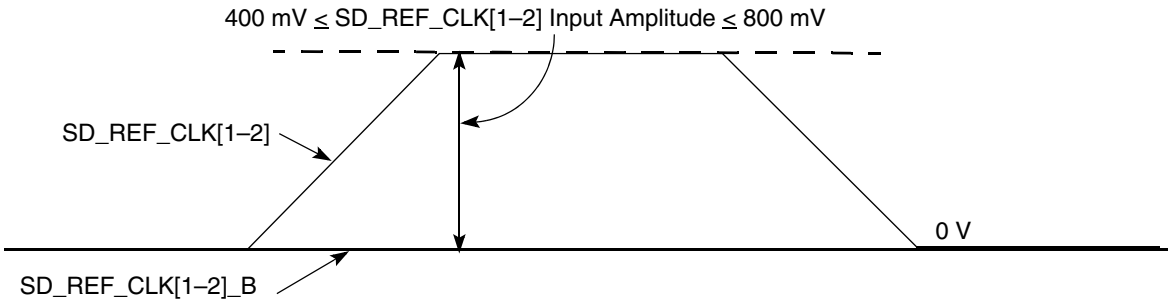

Figure 41. Single-Ended Reference Clock Input DC Requirements
- — The SD_REF_CLK[1–2] input average voltage must be between 200 and 400 mV. Figure 41 shows the SerDes reference clock input requirement for single-ended signaling mode.